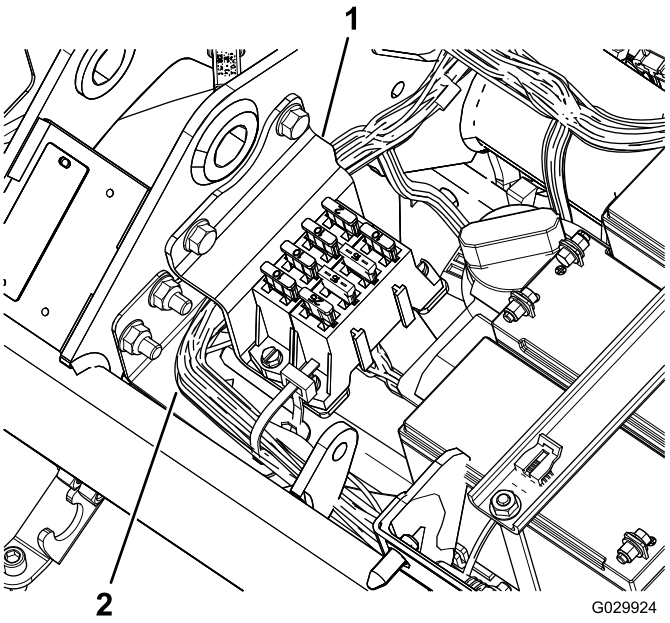

Figuur 9
22. Monteer de zekeringhouder met de kabelboom achter de beugel geleid (Figuur 9).